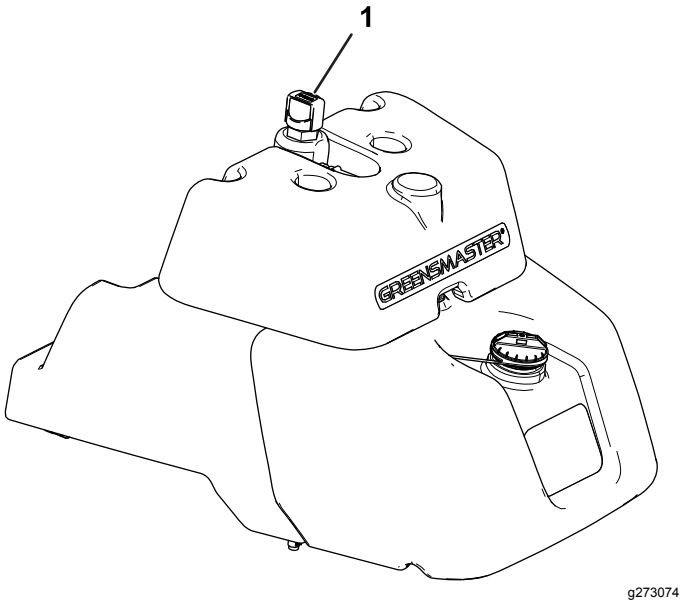

Figur 42
2. Finn peilestaven på toppen av hovedtanken for hydraulikkvæske (Figur 42), og fortsett til trinn 3.